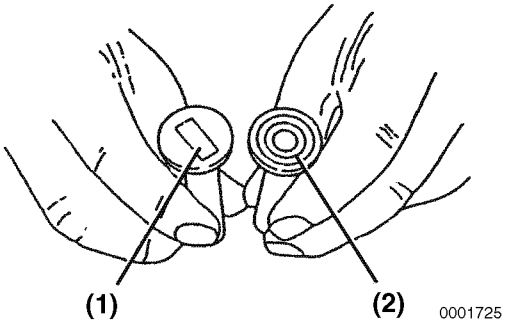

Figure 6-120
1. Inspect the tappet contact surfaces for abnormal wear **(Figure 6-120, (1))**. Normal wear will be even as shown in **(Figure 6-120, (2)).** Slight surface defects can be corrected using an oilstone.